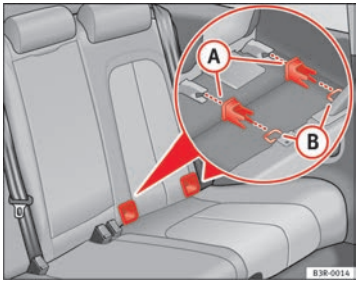

Fig. 32 Position of the ISOFIX anchors on the side rear seat
– Fit the plastic guides on the vehicle’s ISOFIX anchorages between the backrest and the seat ⇒ fig. 32.